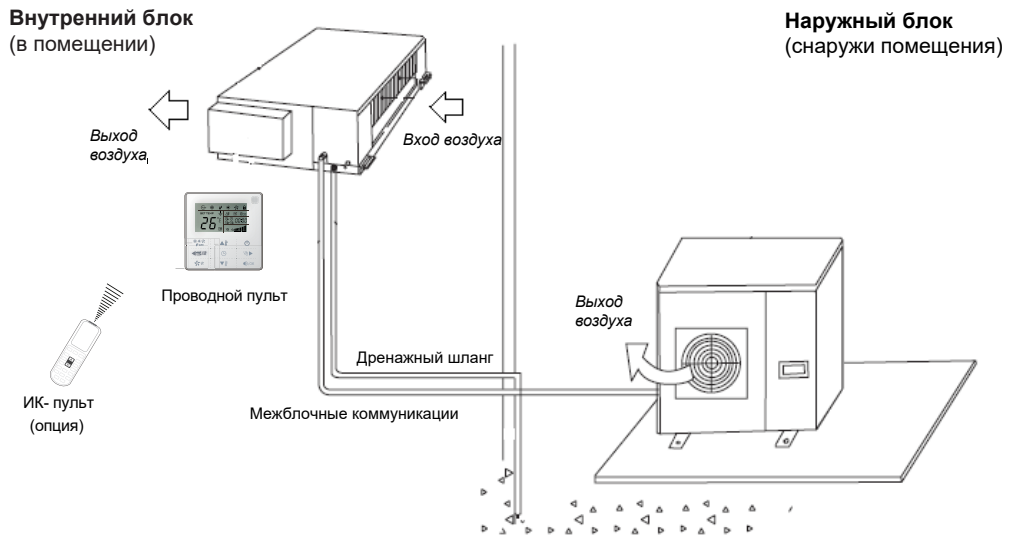

Рис.1 - Состав кондиционера
- Кондиционер состоит из наружного и внутреннего блоков, объединенных межблочными коммуникациями и пульта управления (рис.1).